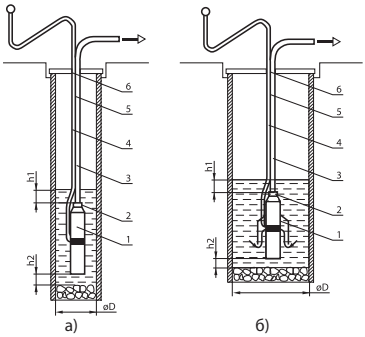

рис.2 Схема установки электронасоса
- Схема установки электронасоса приведена на рис.2а.
- Скважина в месте установки электронасоса должна обеспечивать движение перекачиваемой жидкости вдоль электродвигателя со скоростью не менее 0,8–1,2 м/с для его охлаждения. В случаях, когда невозможно обеспечить требуемую скорость движения перекачиваемой среды (электронасос установлен в колодце), на электронасос необходимо установить кожух для охлаждения двигателя электронасоса. Заборная часть охлаждающего кожуха должна быть расположена у основания электродвигателя, а кожух должен быть закреплен на насосной части выше заборных окон электронасоса (рис.2б).
- Электронасос может быть подвешен в скважине за трос, закрепленный над скважиной и привязанный к предусмотренной для этого петле на электронасосе. Расстояние от электронасоса до дна скважины h2 должно быть не менее 0,5м (рис.2а). Трос должен выдерживать нагрузку на разрыв, пятикратно превышающую вес электронасоса, а материал, из которого изготовлен трос, должен быть непроводящим в сухом состоянии.
- Подключение к электросети выполнять через вилку и розетку с заземляющим контактом. При необходимости допускается заменить контакт вилка–розетка на двухполюсный выключатель с расстоянием между разомкнутыми контактами не менее 3 мм и допустимой нагрузкой по току, соответствующей энергопотреблению электродвигателя. Вилка должна находиться под навесом или в помещении (рис.2).